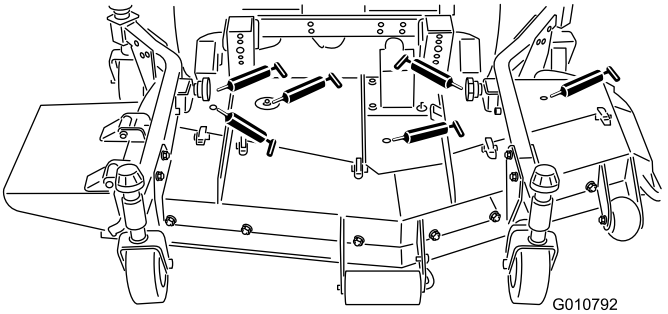

Figur 17
- Knivspindellagre (Figur 17)
- Høyre og venstre kuleledd for løftearm (Figur 17)